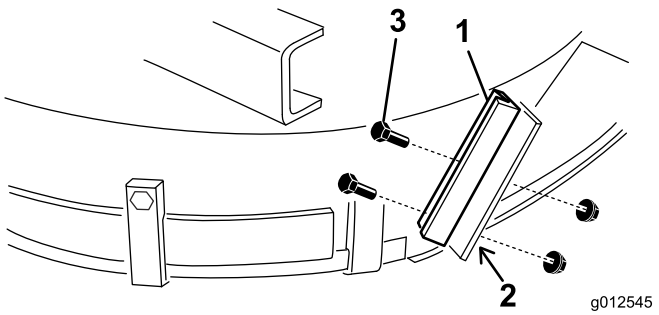

Figure 17
1. En vous servant de la nouvelle butée de déflecteur comme gabarit, placez-la sur la butée plate existante (Figure 17). Le bas de la nouvelle butée doit être de niveau en bas en touchant le côté du plateau, et être parallèle avec le bord extérieur du support du déflecteur.
3. Montez le nouveau support de déflecteur sur l'ancienne butée du déflecteur au moyen de 2 boulons (1/4-20 x 3/4 po) et contre-écrous (1/4-20 po), comme montré à la Figure 17.